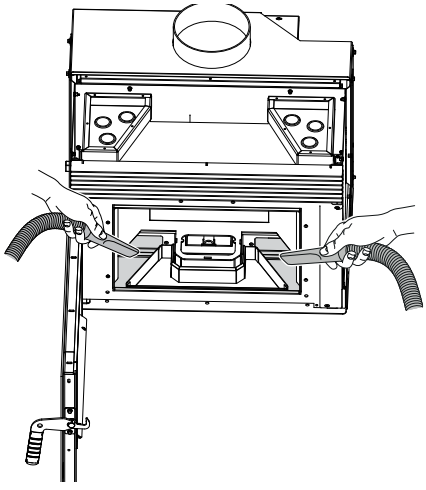

Afb. 7.19
F) De asresten opzuigen (Afb. 7.19)